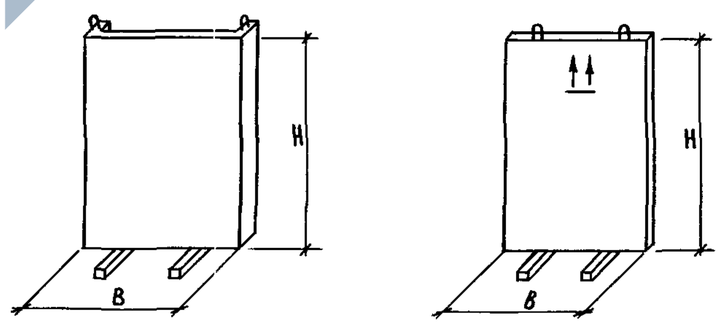
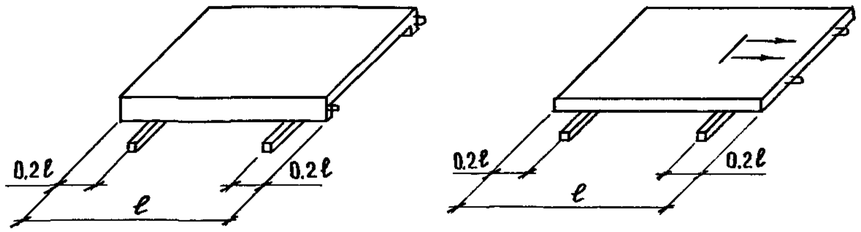

Рис. 8
Рис. 9
6.6. Панели шахт могут храниться на складе в кассетах в рабочем (вертикальном) положении с опиранием на деревянные прокладки (рис.8). Возможно их складирование в горизонтальном положении (рис.9).